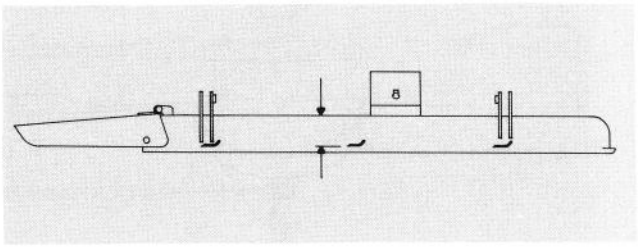

Figure 18
2. Rotate blade until the ends face forward and backward (Fig. 18). Measure from inside of cutting unit to cutting edge at front of blade (Fig. 18), and remember this dimension.